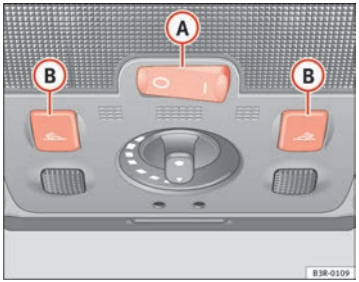

Fig. 93 Details of headliner: front interior lights
The rocker switch (A) ⇒ fig. 93 for the front interior light has the following functions: